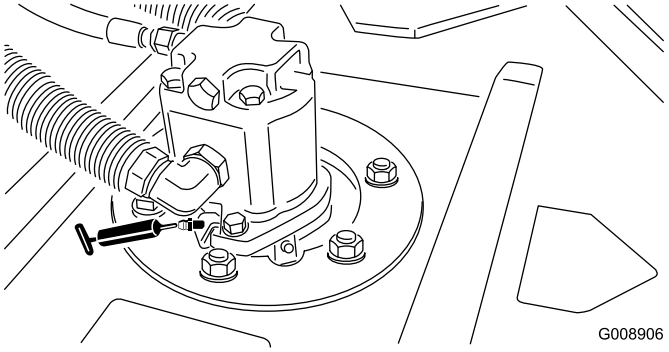

**Figur 41**
- Klippenhetens spindelaxellager (1 per klippenhet) (Figur 41)